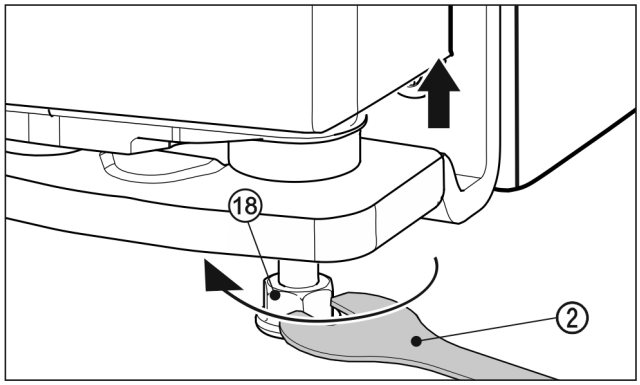

Fig. 26
- ▶ To lift the door, unscrew the adjusting foot *Fig. 26 (18)* clockwise using the supplied open-ended spanner *Fig. 26 (2)* until the foot makes contact with the floor. Then continue turning until the door is adjusted to the right height. When delivered, the bearing pin is completely screwed in.